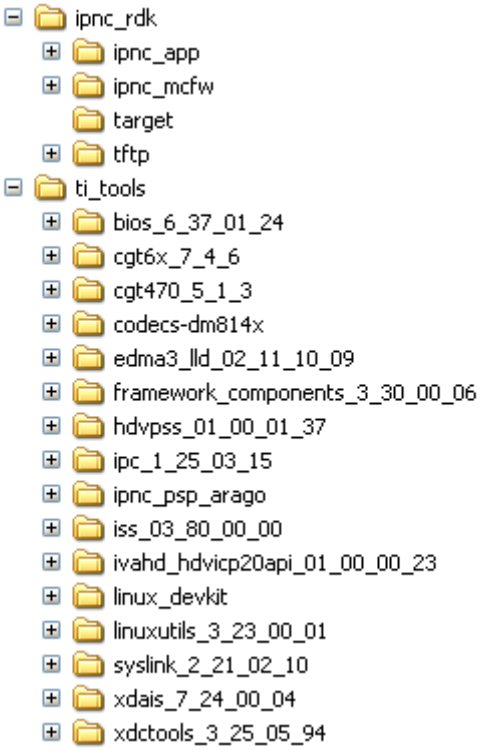

Figure 8. IPNC RDK Directory Structure
1. Move to the IPNC RDK base directory using the following command: *cd <installDir>/Source/ipnc_rdk*. Typical installation of the IPNC RDK software is shown in the directory structure shown in Figure 8.